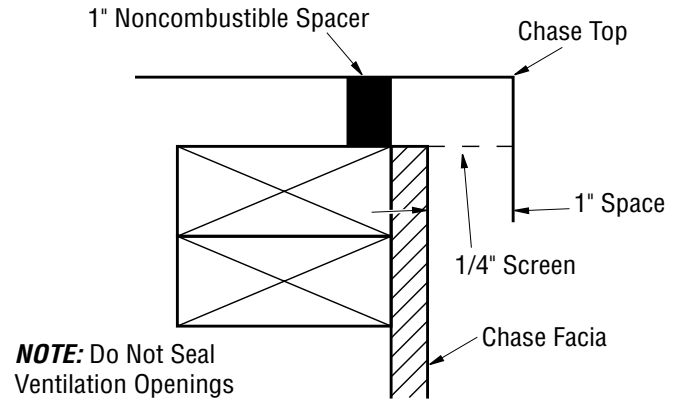

Figure 27 - Chase Top Flashing
1. Attach noncombustible spacers at each corner and place flashing over chase *(see **Figure 27**)*. Secure flashing through sides with 8-penny nails or sheet rock screws.